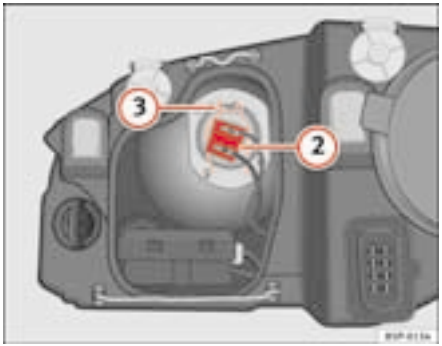

Fig. 180 Dipped head-lights
– Remove the connector ⇒ fig. 180 (2) from the bulb.
– Disengage the retainer spring ⇒ fig. 180 (3) pressing inwards and to the right.